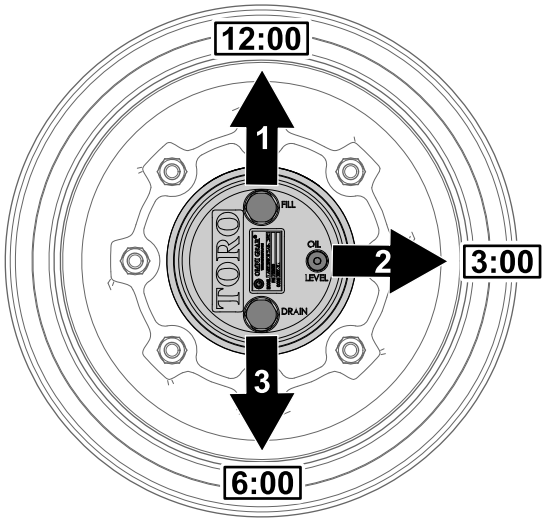

Рисунок 100
1. Припаркуйте машину на ровной поверхности, расположите колесо так, чтобы пробка заливного отверстия находилась в положении «12 часов», пробка контрольного отверстия – в положении «3 часа», а пробка сливного отверстия – в положении «6 часов» (Рисунок 100).
2. Снимите пробку контрольного отверстия, расположенную в положении «3 часа» (Рисунок 100).
см. Рисунок 100 в разделе Проверка масла в планетарном редукторе (страница 73).